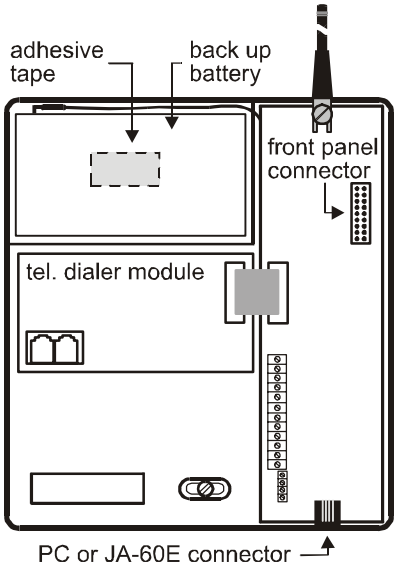

**Fig.5**
- Remove the covering folio from the adhesive tape inside the battery compartment (see fig. 5),